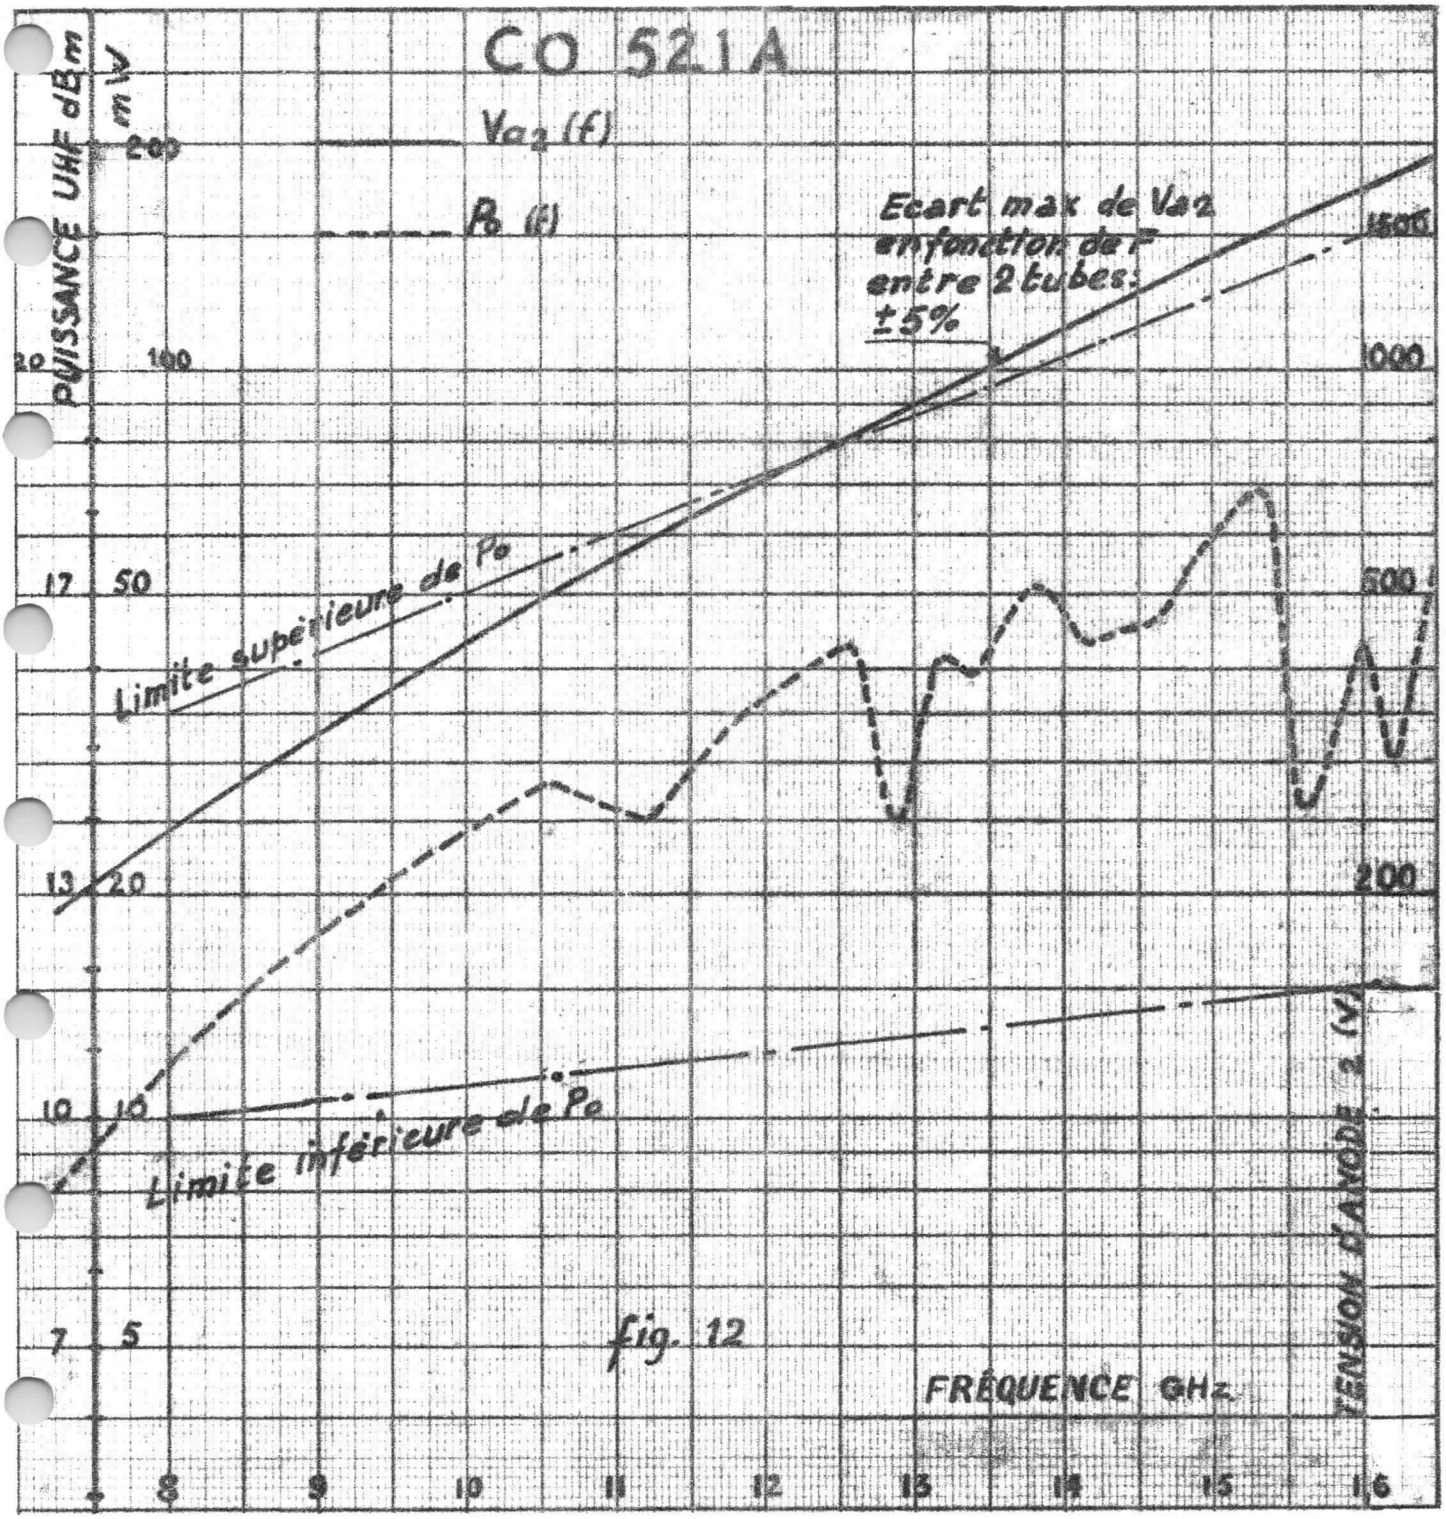

fig. 12
- La figure 12 donne un exemple de variation de Va2 et de Po en fonction de la fréquence de fonctionnement.